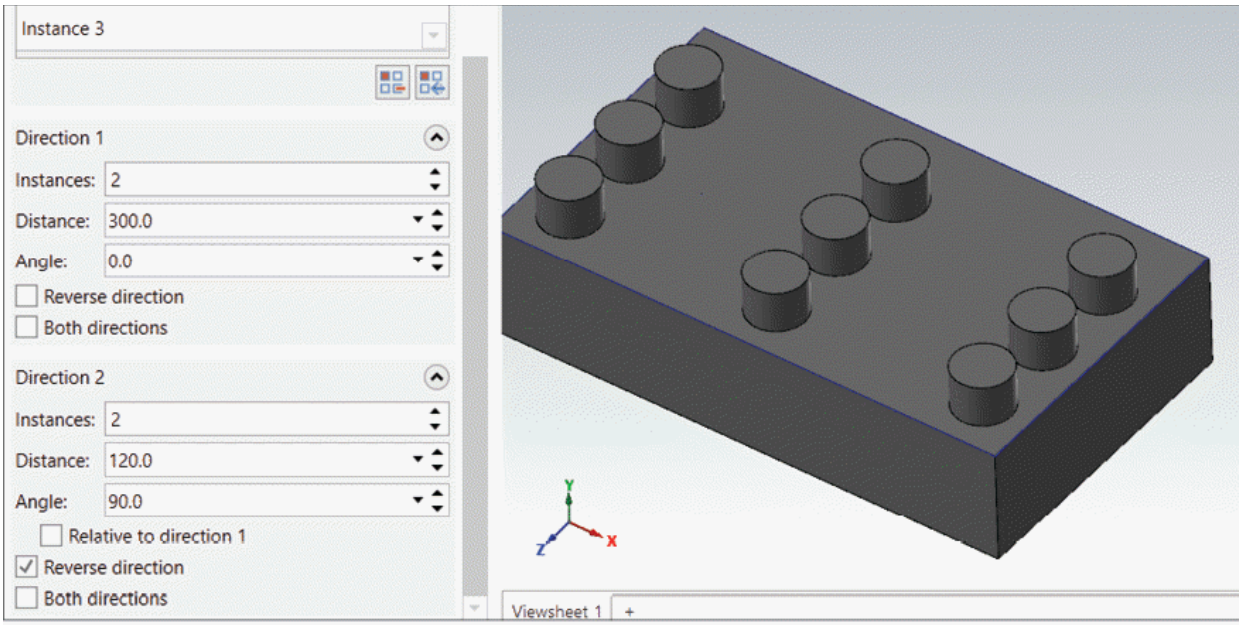

Figure-41. Preview of rectangular pattern
- Set desired parameters in the **Direction 1** and **Direction 2** rollouts. The rectangular pattern will be displayed; refer to Figure-41.